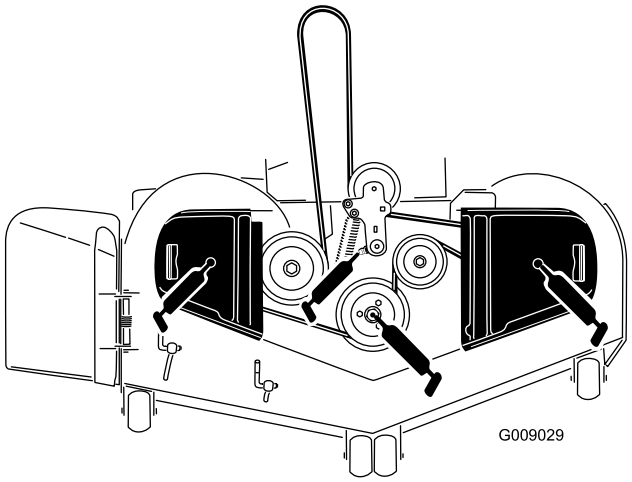

Figuur 44
3. Smeer het scharnierpunt van de spanpoelie van het maaidek tot het smeer er aan de onderzijde uitkomt (Figuur 44).
4. Smeer de nippels aan de bovenzijde van de 3 aslagers tot het smeer er uitkomt (Figuur 44).
5. Smeer de arm van de spanpoelie van de aandrijfriem (Figuur 44).